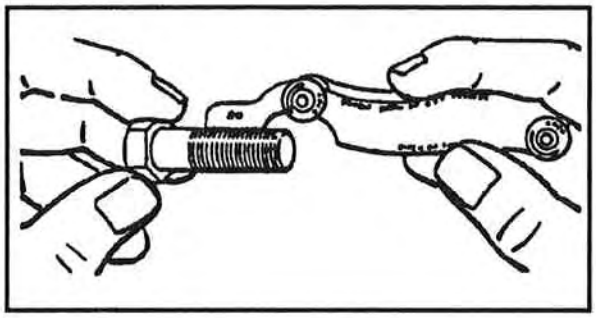

Figure 3-17. Using a thread gage
- Thread gage – used to determine the number of threads per inch on bolts and screws by selecting the leaf of the gage that corresponds to the threads of a bolt or screw (Figure 3-17). The thread gage is also similar to the thickness gage, except that the leaves are all equally thick and their edges have teeth. The number of teeth per inch is marked on each leaf and varies from one leaf to another.